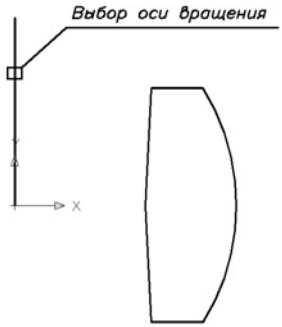

Рис. 2.9. Указание точки на оси вращения
3. На запрос в командной строке *Select object that defines the axis of revolution* (Выберите объект, определяющий ось вращения) указать на отрезок вблизи точки с координатами (**0,80**) (начало вектора оси вращения) (рис. 2.9).